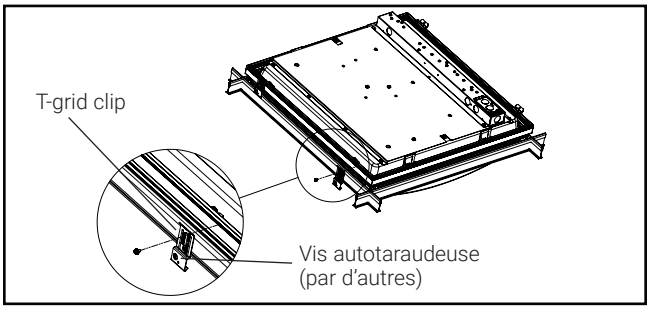

Figure 4.
6. Les brides de grille sont fournies afin d'offrir un soutien accru au système de plafond. Fixez les brides de grille à l'aide des vis fournies au cadre en aluminium du luminaire et à la grille en T (Fig. 4).